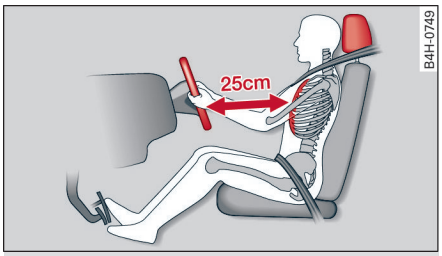

图 152 正确的坐姿
- ▶ 调节好驾驶员座椅和方向盘，使胸部与方向盘中心之间的距离至少为 25 厘米 ⇨ *图 152*。
- 调节好驾驶员座椅和方向盘，使胸部与方向盘中心之间的距离至少为 25 厘米 ⇨ *图 152*。